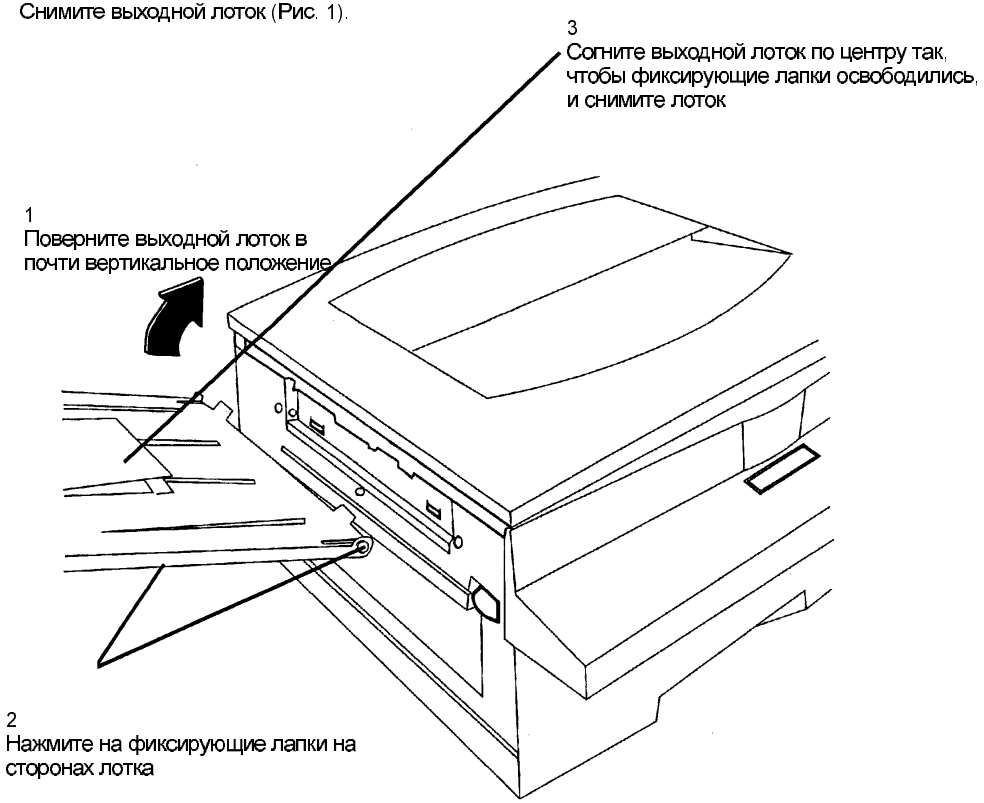

Рис. 1. Демонтаж выходного лотка.
2. Снимите выходной лоток (Рис. 1).
1. Для установки выходного лотка удерживайте лоток в почти вертикальном положении (смотрите Рис. 1).
3. Нажмите на вторую фиксирующую лапку внутрь и согните лоток в центре так, чтобы фиксирующая лапка встала на свое место (смотрите Рис. 1).